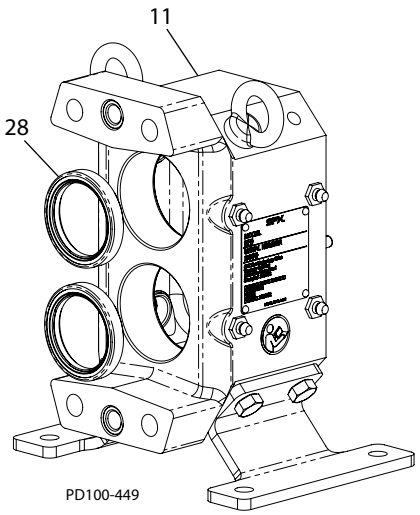

Afbeelding 44 - Voorafdichtingen installeren
Monteer nieuwe voorlagerafdichtingen (Afbeelding 44, item 28) in de tandwielkast (item 11) met het uitsteeksel naar de binnenzijde van de tandwielkast gericht. De afdichtingen moeten op een lijn met de voorzijde van de tandwielkast zijn.